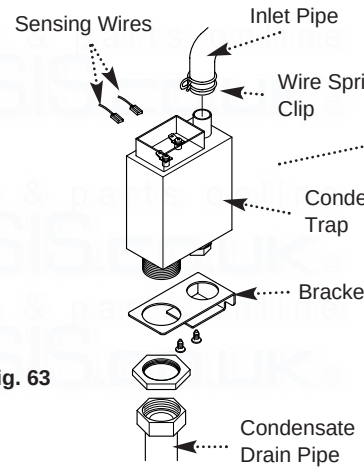

Fig. 63
12.17 Condensate Trap (Fig. 63)